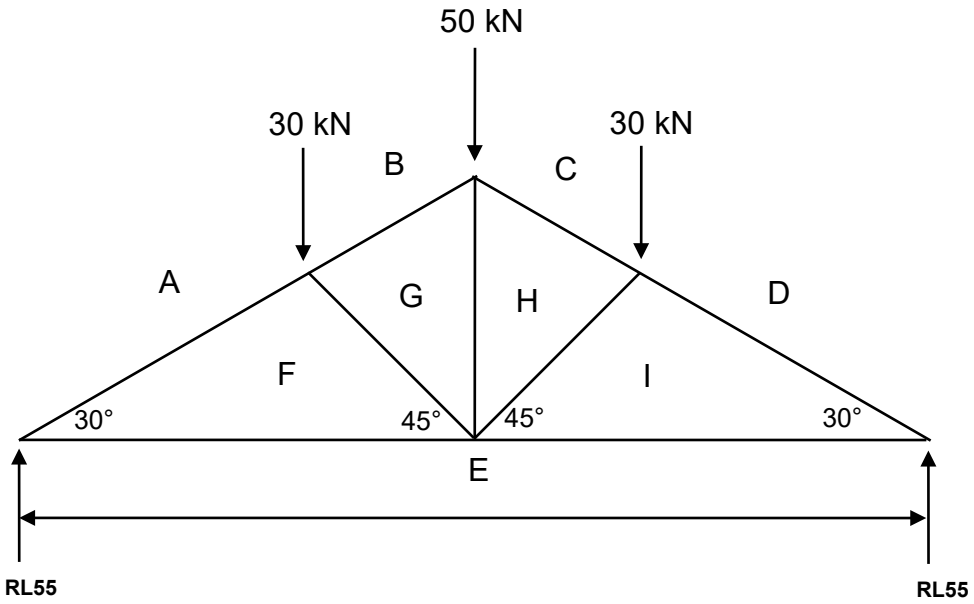

FIGUUR 2
3.2 FIGUUR 2 toon 'n eenvoudige ondersteunde dakkap met twee stutte R_L en R_R, wat 12 m vanaf mekaar is. Gebruik die lineêre skaal 1 m = 10 mm en die kragskaal 1 mm = 1 kN.